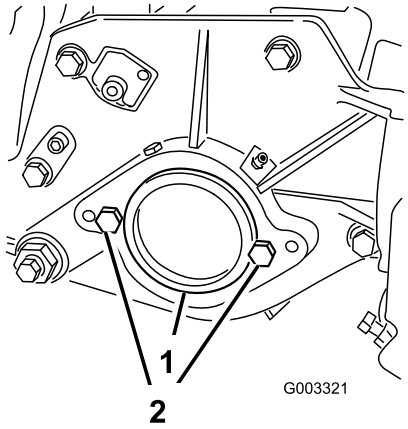

Figuur 7
2. Verwijder de kunststofplug op het rechter uiteinde van het maaidek uit het lagerhuis (Figuur 7).
3. Verwijder de 2 tapbouten van de rechter zijplaat (Figuur 7).
2. Tapbout (2)
5. Plaats de 2 tapbouten voor de bevestiging van de motor van de messenkooi losjes op linker zijplaat van het maaidek (Figuur 7).